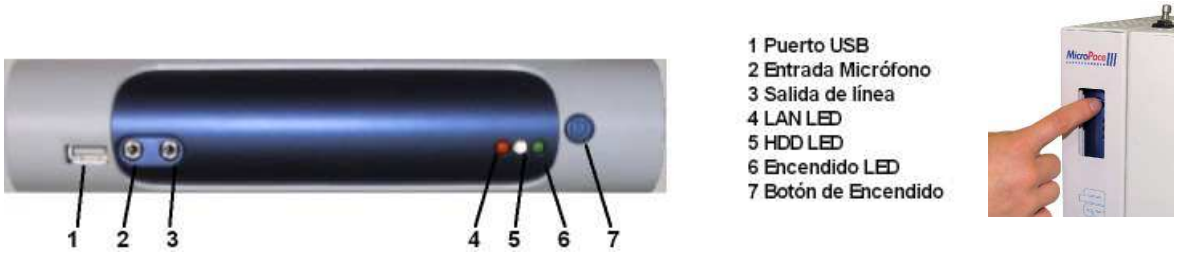

**Figura 9 Panel Frontal del Ordenador para EPS320B/BT (izquierda) y StimLab™ / StimCor™ (derecha)**
**Conecte la Caja de Conexión de Estímulo,** MP3014 al enchufe de SALIDA DE PULSOS DE MARCACIÓN, de color verde, en el panel frontal de la Caja Generadora de Estímulos (véase la Figura 9). El/los cable/s de entrada de estímulos del Equipo de Registro EP se conectan a esta caja de conexión por medio de conectores de 2mm envueltos.